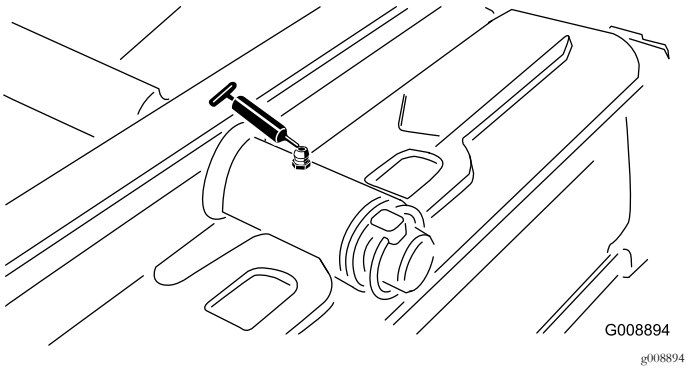

Figur 50
- Bageste klippeenheds drejetap (Figur 50)